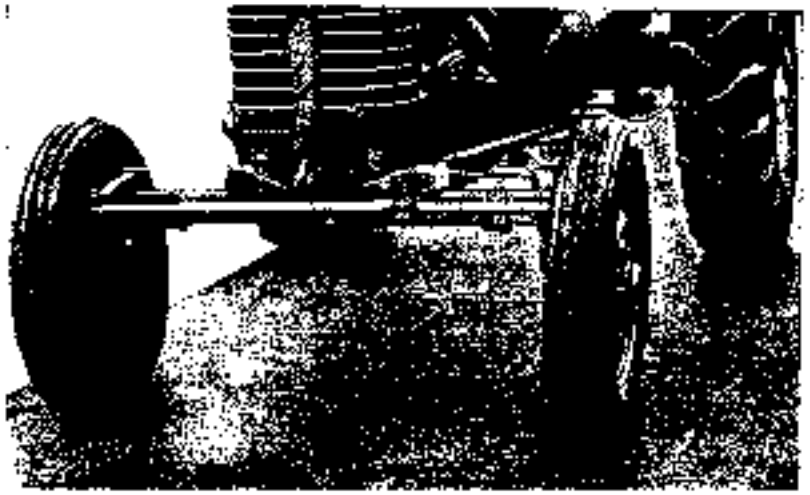

Fig. 8.
1. Apply the hand brake and support the tractor by means of the support and jacks 4428.90. Slightly raise the tractor by means of the axle jacks. Lock the front axle in position by means of two wedged wooden blocks inserted between the axle and the rubber buffers of the bracket as shown in Fig. 8.
7. Proceeding according to Fig. 8 lock in position the front axle bracket by means of a wedged wood stick between the axle and the rubber buffers of the bracket.